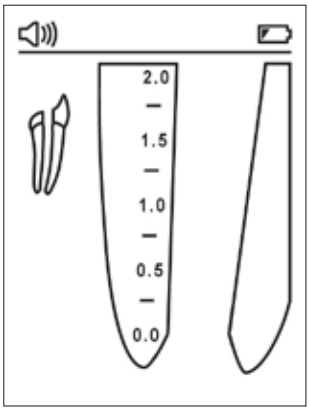

Afbeelding 2
6.3.2. Als de batterijen leeg raken, verschijnt rechtsboven in het scherm een indicatie dat de batterijen bijna op zijn (afb. 2). Ook als de batterijen bijna op zijn kunt u de CanalPro Apex Locator Compact gewoon blijven gebruiken, maar de batterijen moeten wel worden vervangen voordat ze helemaal leeg zijn.